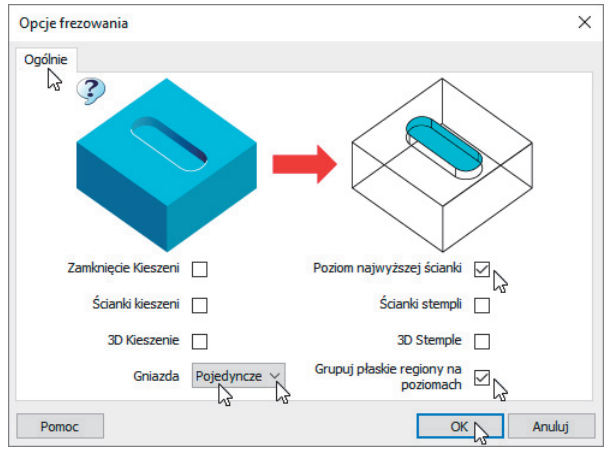

Rysunek 9.54. Okno automatycznego wyszukiwania cech technologicznych — Opcje frezowania
2. Wypełnij okno dialogowe *Opcje frezowania* i kliknij *OK* (rysunek 9.54).